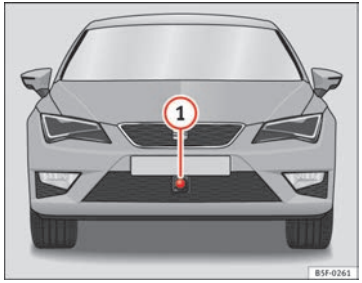

Fig. 139 On the front bumper: radar sensor.
On the front bumper there is a radar sensor to detect traffic conditions ⇒ Fig. 139 (1). This sensor can detect vehicles driving ahead at a distance of up to approx. 120 m.